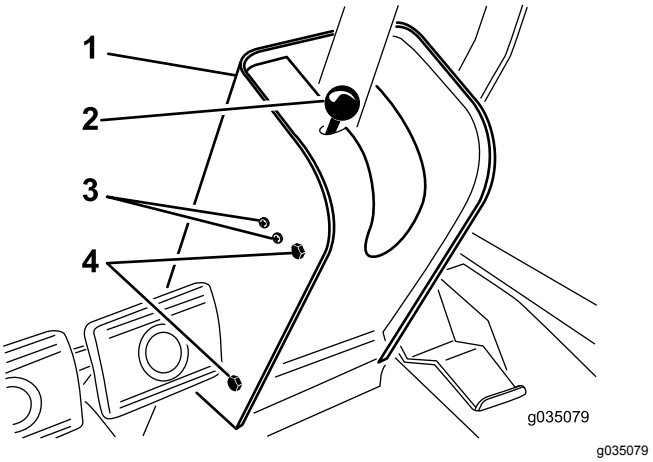

**Figur 72**
2. Fjern knappen fra stangen til parkeringsbremsen og skruerne fra ratstammekappen (Figur 72).
4. Løsn de skruer og møtrikker, der fastgør kontakten til parkeringsbremsen i venstre side af ratstammen (Figur 72).